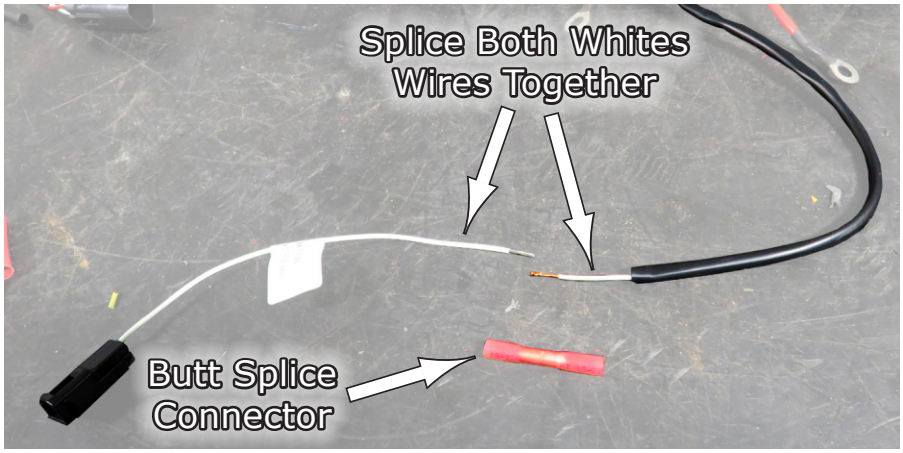

**Fig.1**
**1**.Before you start taking the body panels and other items for this installation, you will need to modify the wiring harness with item in your kit. The first thing is you will need to find the small separate connector with the White Wire, and also the white wire from your new harness as shown in **Fig.1**.